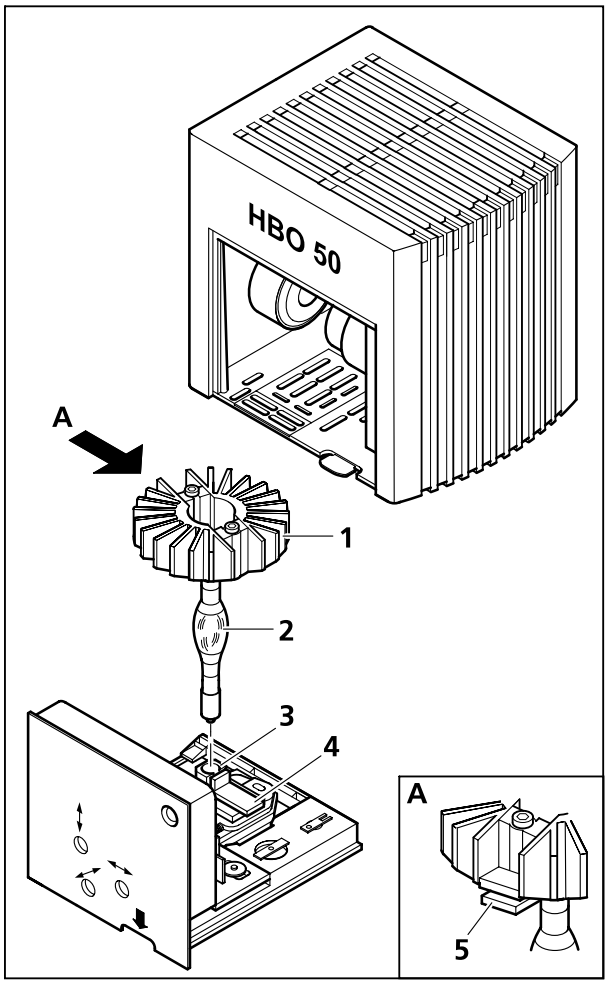

Bild 3-32 Brenner wechseln
- Federhebel (Bild 3-32/**5**) am Kühlkörper nach oben drücken und Kühlkörper (Bild 3-32/**1**) vom eingesetzten Dummy bzw. verbrauchten Brenner (Bild 3-32/**2**) nach oben abziehen und vorsichtig ablegen.
- Federhebel (Bild 3-32/**4**) an der unteren Lampenfassung nach unten drücken und den Dummy / Brenner (Bild 3-32/**2**) aus der Lampenfassung (Bild 3-32/**3**) nach oben herausziehen. Federhebel loslassen.
- Federhebel (Bild 3-32/**4**) an der unteren Lampenfassung erneut nach unten drücken und Brenner in die Lampenfassung (Bild 3-32/**3**) einsetzen. Dabei den Glaskolben des Brenners nicht berühren. Federhebel loslassen.
- Federhebel (Bild 3-32/**5**) am Kühlkörper nach oben drücken und Kühlkörper auf den Brenner aufstecken.